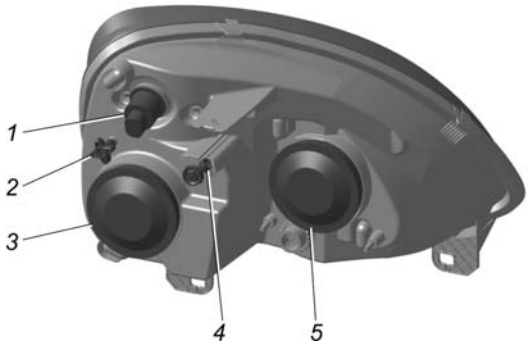

Рис. 8.5. **Блок-фара:**
Головные фары. Для замены ламп ближнего света и габаритного огня в блок-фаре необходимо снять резиновую крышку 3 (рис. 8.5).
– отрегулировать световые пучки ручками 2 (рис. 8.5) и через гнездо 4 поочередно для каждой фары.